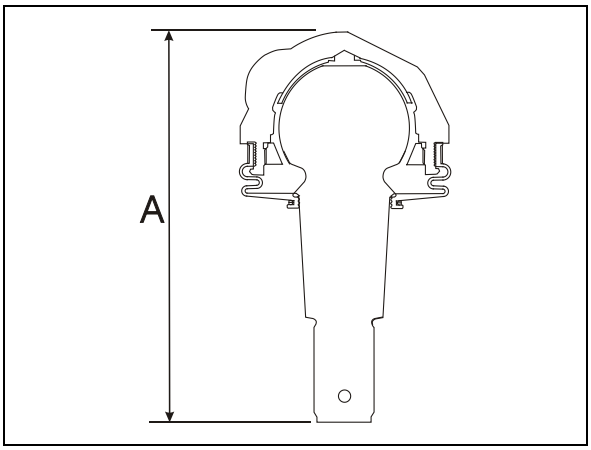

**FIGURE 30: UPPER A-ARM BALL JOINT** 16116
2. Using a caliper, measure dimension “A” on Figure 30.